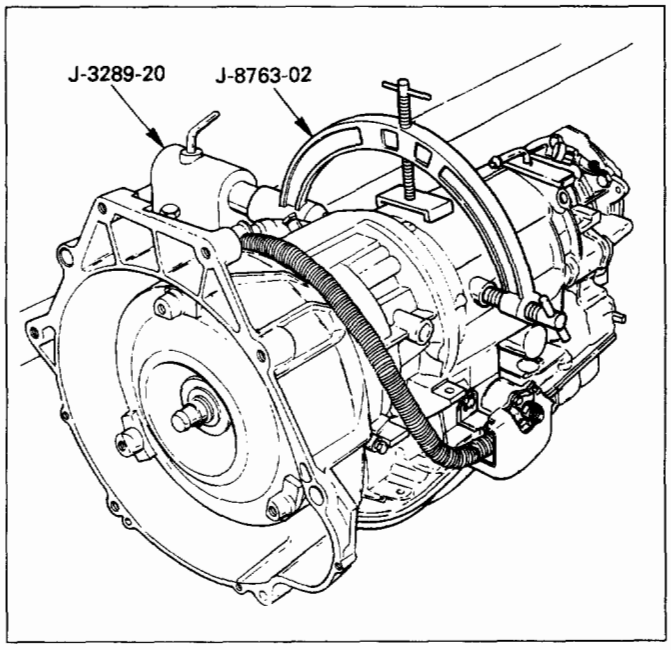

Fig. 7A-31
2. **O-ring (Fig. 7A-30)**
3. **Mode switch and transmission harness (Fig. 7A-30)**
4. **Adapter case oil pan (Fig. 7A-30)**